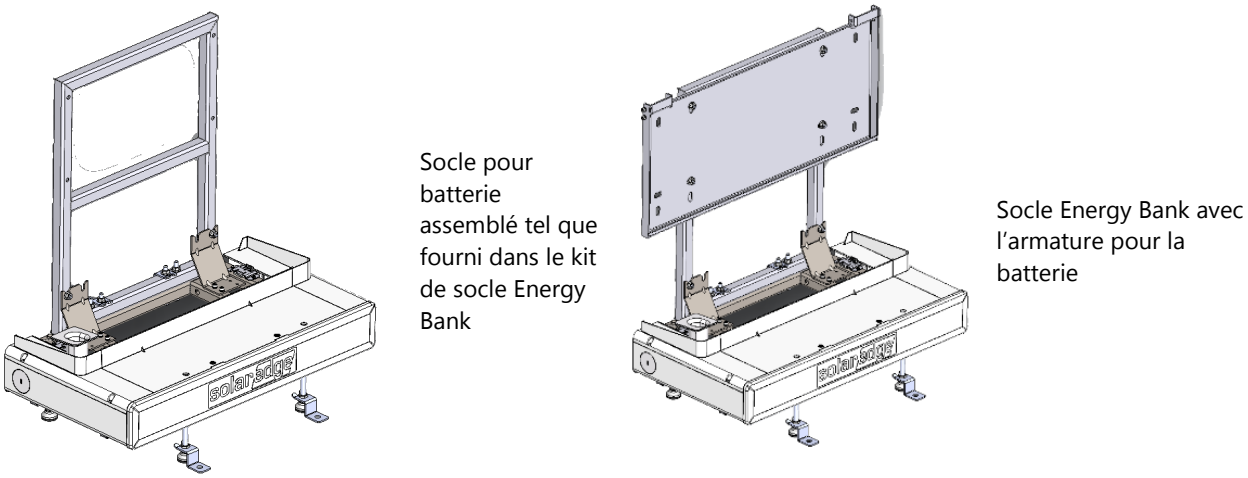

Figure 4 : Socle assemblé et socle avec l'armature pour la batterie
8. Vissez sans serrer un écrou M8 (1/2") sur chacun des quatre goujons arrière pour maintenir l'armature en place, puis resserrez en appliquant un couple de 17 Nm pour sécuriser définitivement l'armature comme illustré sur la Figure 4.